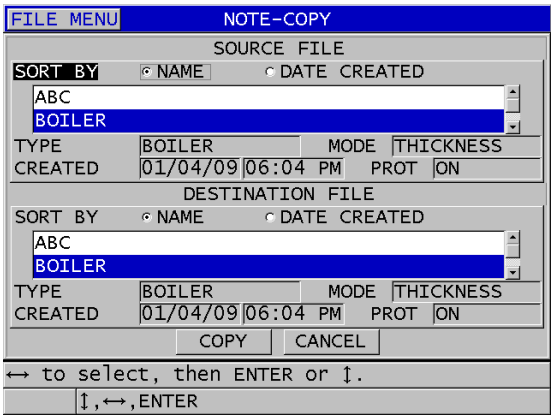

Rysunek 11-25 Kopiowanie tabeli notatek z jednego pliku do innego
3. Na ekranie **NOTE-COPY** (Kopiuj notatki) (patrz Rysunek 11-25 na stronie 231):